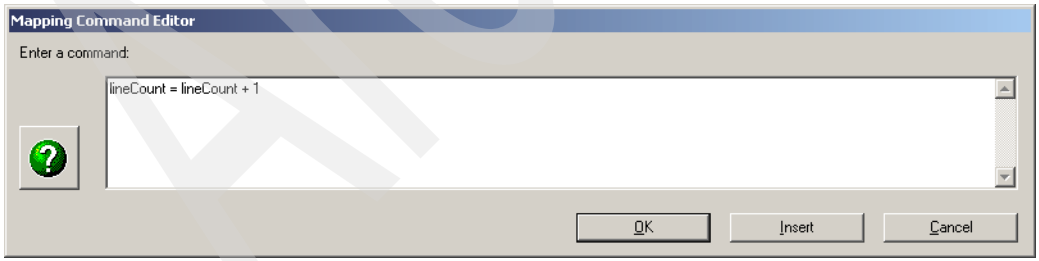

Figure 18-27 Mapping command to increment counter
8. Finally enter `+ 1` at the end of the mapping command so that the mapping command editor appears as shown in Figure 18-27.